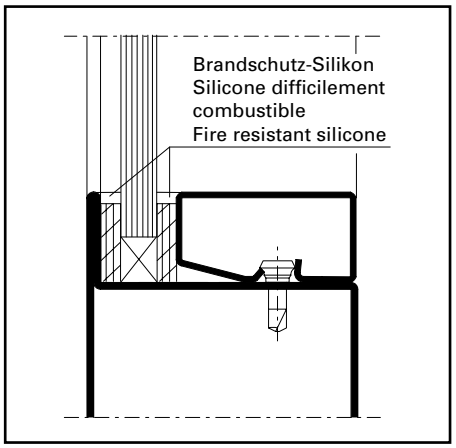

Abb. 16 / Fig. 16 / Fig. 16
3. Dichtungsband auf Glasleisten kleben und Glasleisten aufklipsen (Abb. 16)
4. Abdichtung der Glasfugen innen und aussen mit Brandschutz-Silikon (Abb. 16)
3. Coller la bande d'étanchéité sur les parcloses et clipser les parcloses (fig. 16)
4. Etanchéité des joints du verre réalisée avec silicone difficilement combustible (fig. 16)
3. Stick the distance strip to the glazing bead and clip the glazing bead in place (fig. 16)
4. Seal the glazing joints with fire-resistant silicone (fig. 16)